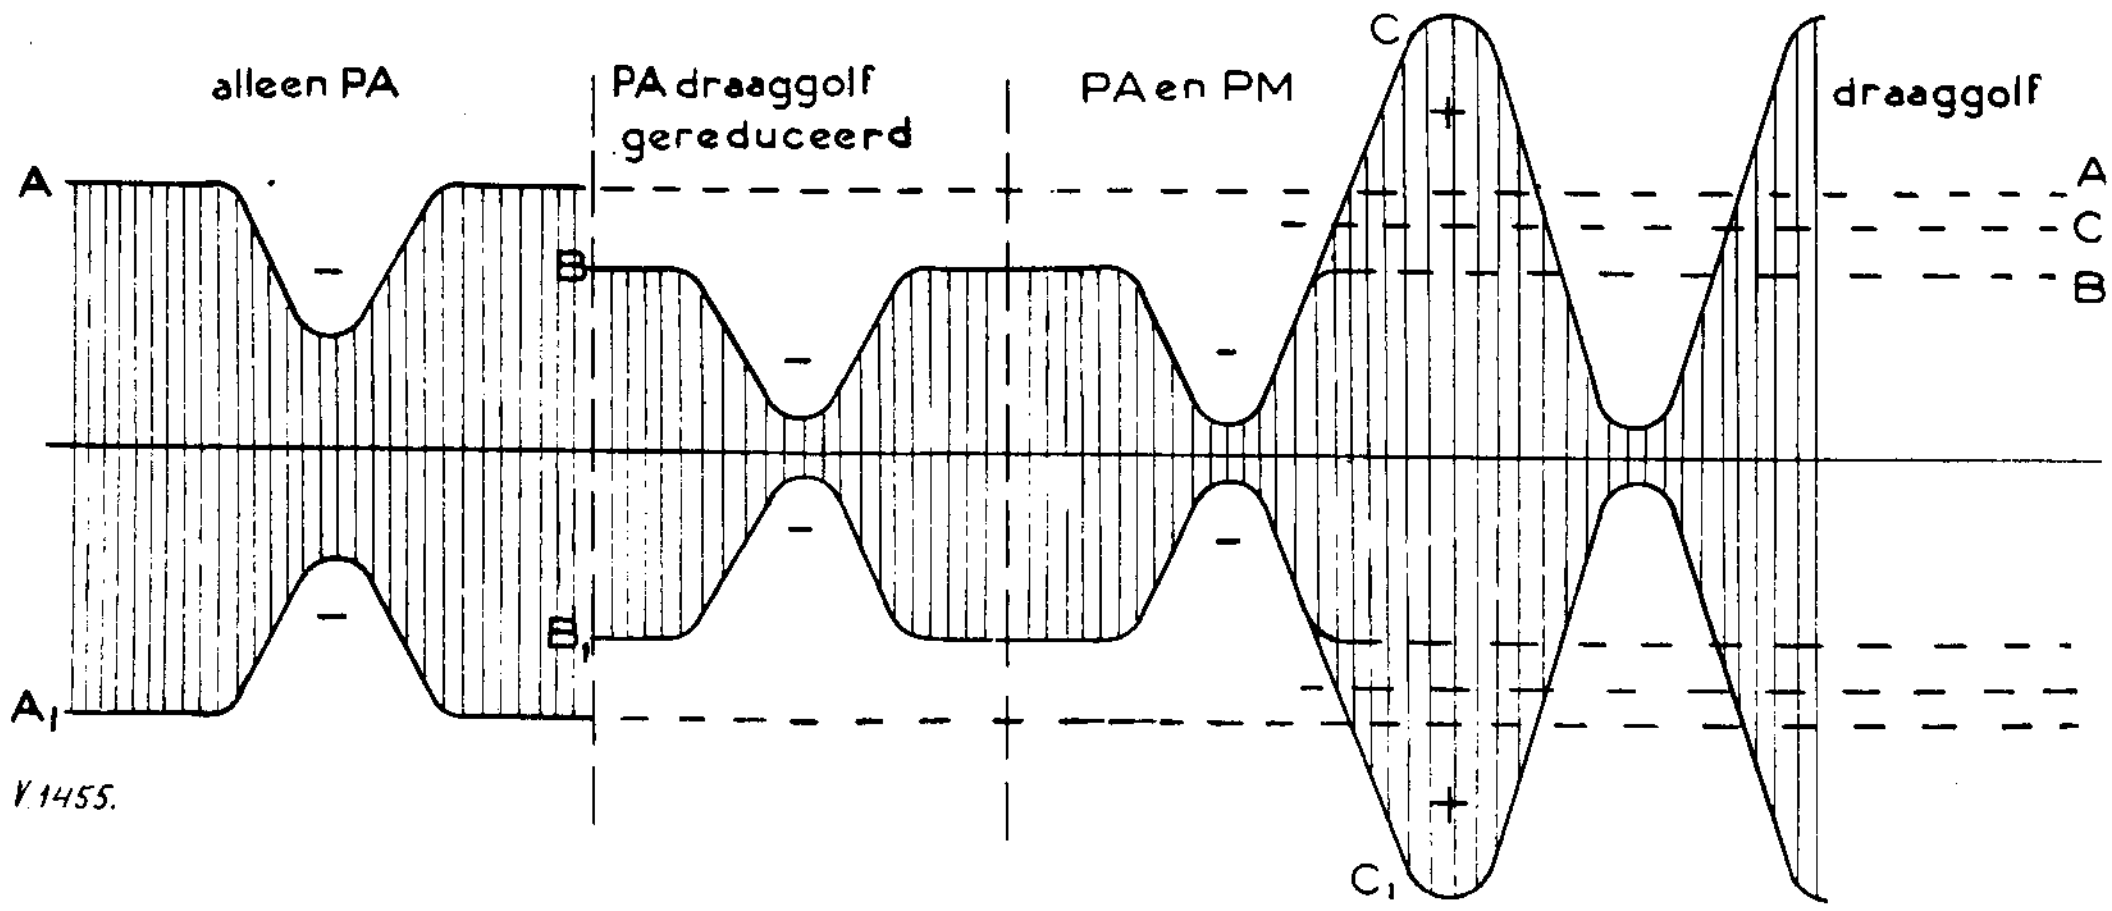

Fig. 2. Draaggolf, ter verduidelijking ontleed.
Als over de gehele secundaire winding van de trafo 200 V verschijnt, krijgen de roosters van PA en PM resp. 100 en 200 volt (zie fig. 2, Juni-nummer, resp. Q en P). De 200 V drukt de PM open op het moment dat deze LF-spanning positief is, terwijl de 100 V hetzelfde zou doen bij de PA. Dit alles is reeds eerder aangehaald.
Zouden we nu de PA met de 100 V laagfrequent gaan moduleren dan zal het positieve LF de plaatstroom *niet* over het zojuist ingestelde verzadigingspunt heen kunnen werken. De negatieve halve perioden zullen echter de plaatstroom doen terugvallen. De aldus verkregen draaggolf ziet eruit als A in fig. 2. Dit zijn de negatieve modulatie-gedeelten en de draaggolf.
2. Wat de eigen gedragingen van de PM betreft, levert deze met zijn 30 à 40 mA plaatstroom de positieve modulatie tot aan C, C1 (fig. 2).